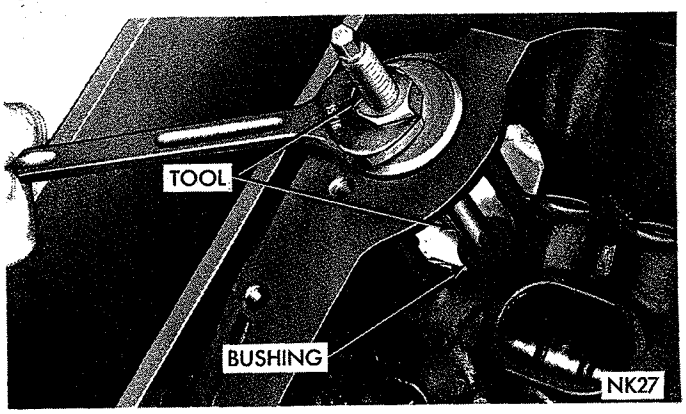

*Fig. 37—Removing Distributor Drive Shaft Bushing*
(1) Insert Tool C-3052 into old bushing and thread down until a tight fit is obtained, (Fig. 37).
(2) Hold puller screw and tighten puller nut until bushing is removed.